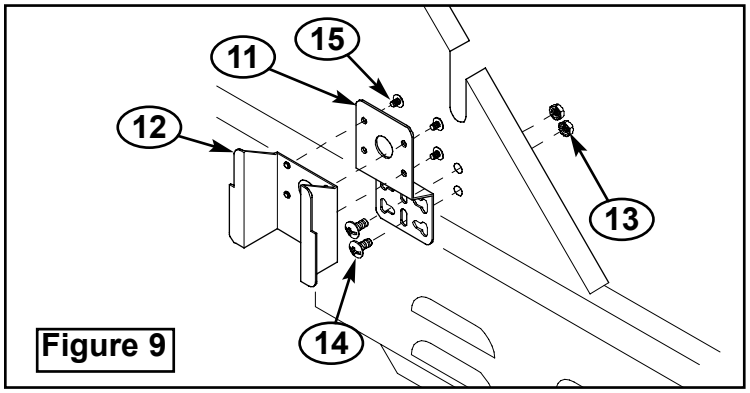

Figure 9
1. Assemble Motor Support Bracket **(11)** and Motor Shield **(12)** using four screws **(15)** as shown in **Figure 9**.
2. Attach Motor Bracket Assembly to side of barbecue frame (can be mounted on either the left or right side of the frame) using two screws **(13)**, and two nuts **(14) (Fig. 9)**.